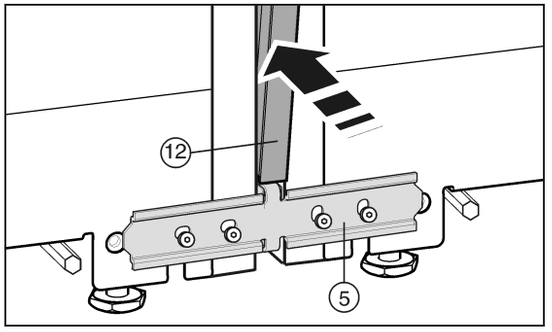

*Fig. 27*
Before inserting the trim *Fig. 27 (12)* squeeze the two fillets together along the entire length. The trim can now be inserted more easily into the gap. When pressing in the trim, use a soft cloth to prevent dents on the surface of the trim. Press the trim carefully and evenly into the gap to achieve the best possible fit.
▶ On the front press the long trim *Fig. 27 (12)* into the vertical gap. Ensure that the trim rests on the connecting panel *Fig. 27 (5)*.